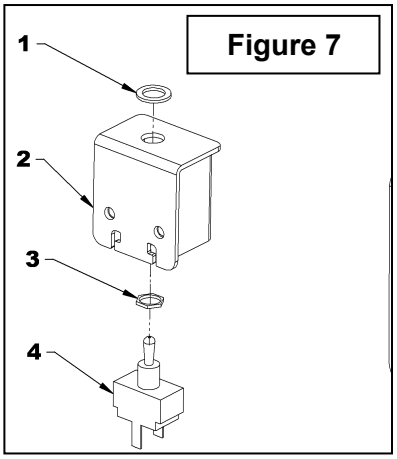

Figure 7
8. **Figure 7:** Insert the switch (item 4) in the switchbox (item 2) and secure with the two nuts (items 1-3) in the order illustrated. Install the cap on the switch.
10. Attach the connector tap (item 22, parts section) to the chosen power source and bring the red wire to the connector tap cutting the surplus wire if necessary. Secure in place by lowering the metal blade of the connector.